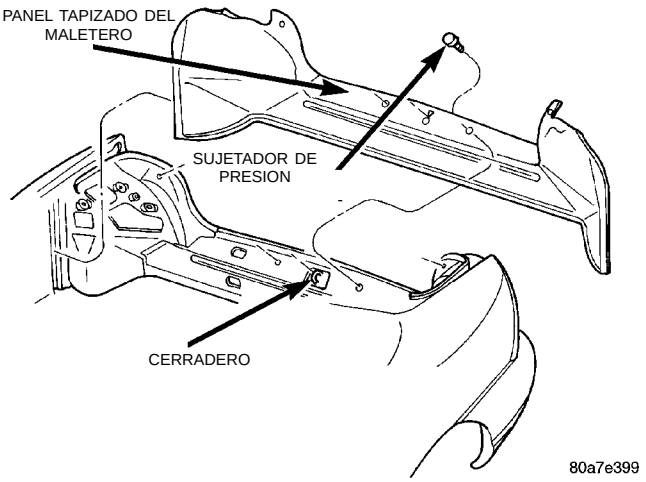

Fig. 79 Panel tapizado del maletero
(1) Retire los sujetadores que sujetan el panel tapizado del maletero al vehículo (Fig. 79).
(2) Retire del vehículo el panel tapizado del maletero.